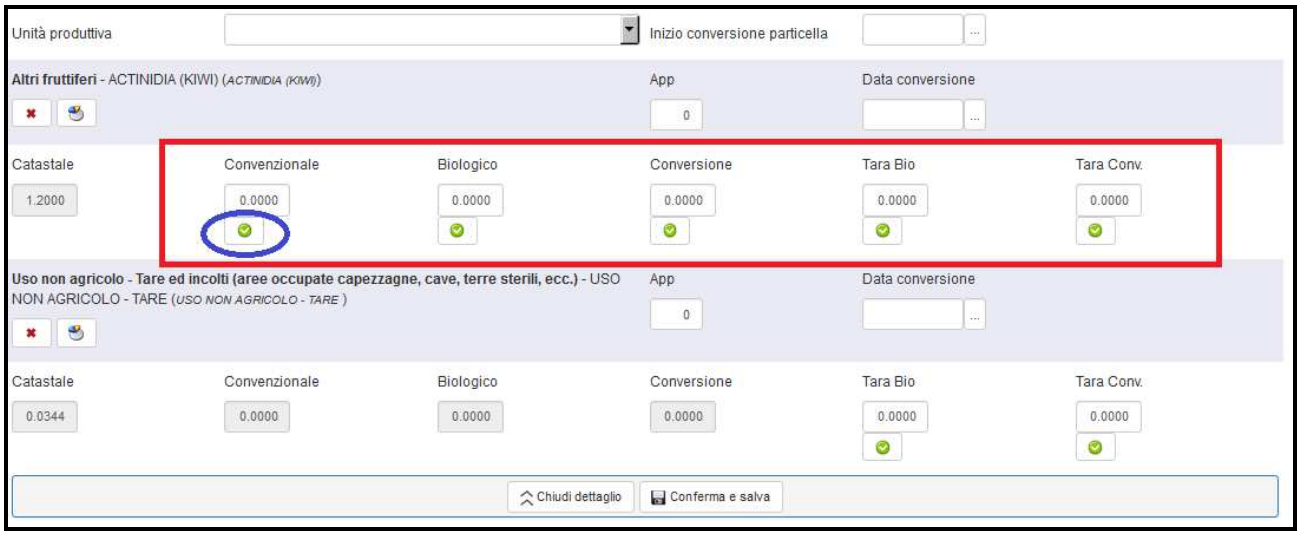

Fig. 52
- Tipologia di regime: per ogni utilizzo, deve essere indicato se è in regime biologico o conversione o convenzionale (v. fig. 52). La superficie (ha) può essere indicata manualmente o riportando in automatico la superficie catastale premendo il tasto , evidenziato a titolo di esempio nel cerchio blu in fig.52, posto sotto il campo nel quale l’utente vuole imputare la superficie.